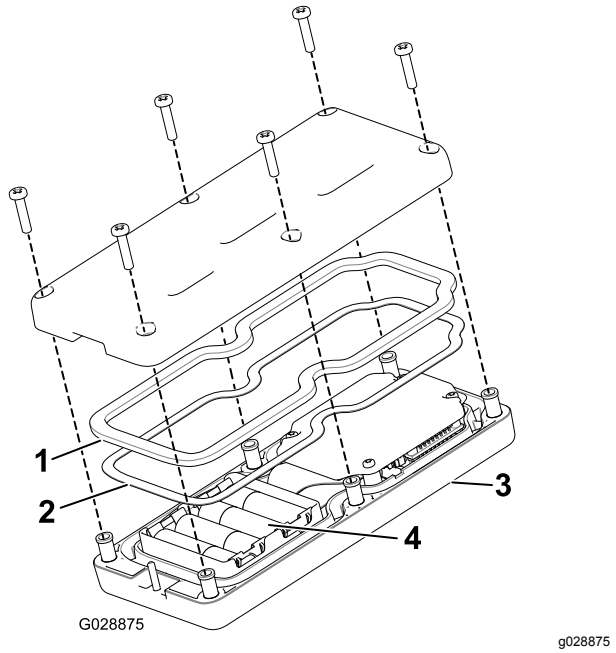

Figur 38
3. Afmonter de seks skruer fra bagsiden af fjernbetjeningen, og afmonter dækslet (Figur 38).
5. Placer de nye batterier i batterirummet. Sørg for, at de forbindes rigtigt. (Hvis batterierne ikke installeres korrekt, vil det ikke beskadige enheden, men den vil ikke virke.) I batterirummet findes der mærkater, der viser batteriernes poler (Figur 38).
6. Hvis du utilsigtet fjerner gummipakningen og stålpakningen, skal du forsigtigt sætte dem i kanalen igen i den håndholdte styreenhed (Figur 38).
7. Udskift dækslet, og fastgør det med de seks skruer, du fjernede tidligere (Figur 38), og tilspænd dem til et moment på 1,5 til 1,7 N·m.